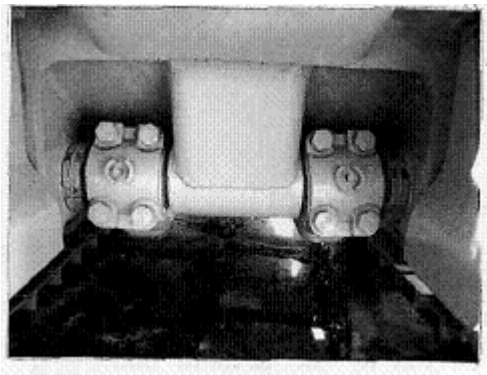

Рис. 5-17
1) диагональный раскос (2 точки) (Рис. 5-17)